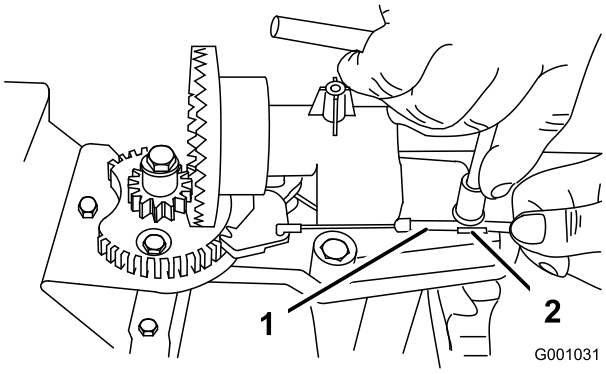
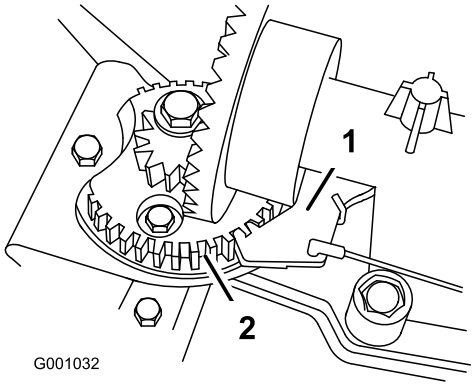

Figur 48
Figur 49
2. Lossa bulten på kabelklämman (Figur 48).
3. Ta tag i kabelledningen och för den mot maskinens främre del tills spärrhaken på utkastaren helt hakar in i kugghjulets kuggar (Figur 48 och Figur 49).
Obs: Spärrhaken är fjäderupphängd och kommer att röra sig in i kuggarna på kugghjulet av sig själv (Figur 49).